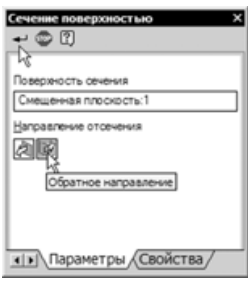

Рис. 2.117
- Для удаления части детали, обращенной к наблюдателю, включите кнопку **Обратное направление** — направление рассечения показывается в окне детали в виде стрелки. Нажмите кнопку **Создать объект** (рис. 2.117).